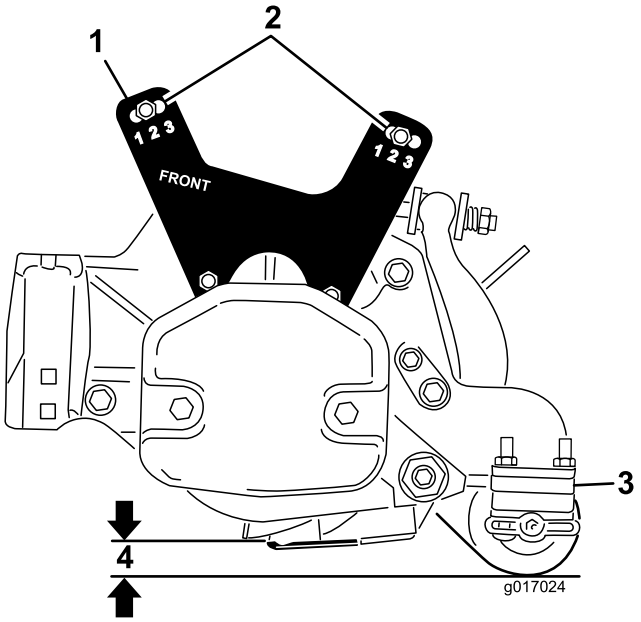

Rysunek 21
- Opuść jednostkę tnącą na podłoże i zmierz odległość od podłoża do górnej krawędzi noża dolnego w sposób przedstawiony na Rysunek 21.